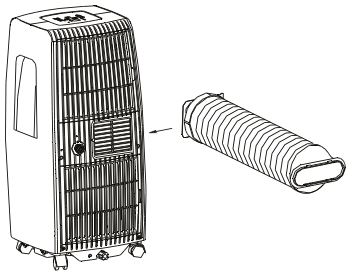

Fig. 4-3
2. Install hose for air outlet  into the hole ( Fig. 4-3).